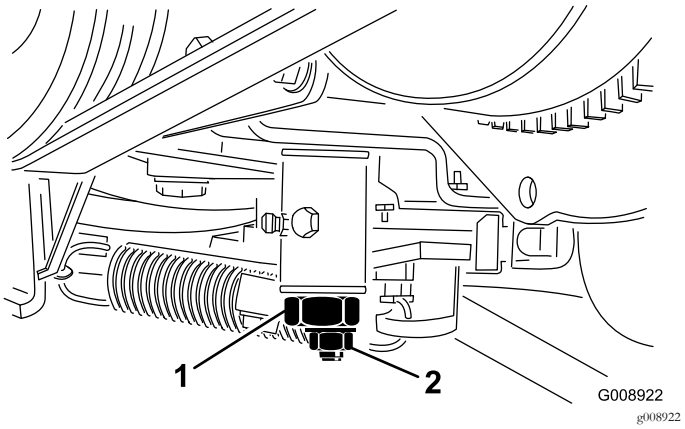

Figur 68
3. Løsne låsemutteren på trekkjusteringskammen (Figur 68).